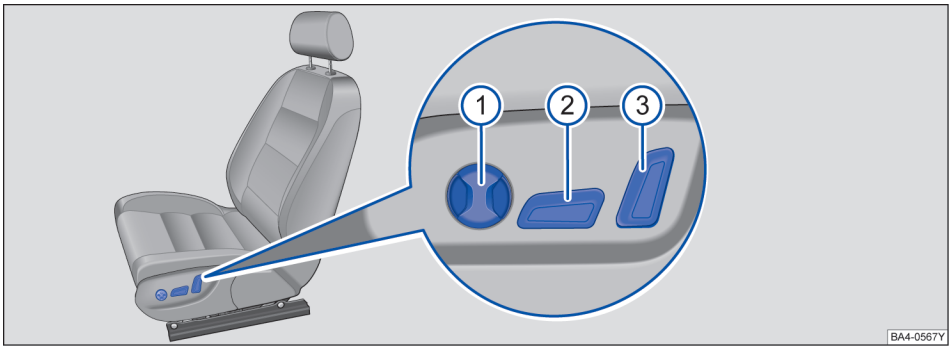
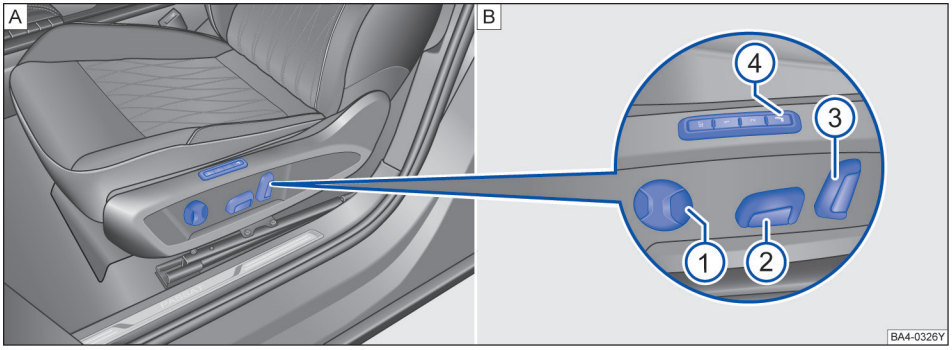

图 71 电动调整式座椅的操作元件
图 72 部分车型电动调整式座椅的操作元件
请移动相应的开关→图 71 或 →图 72，把座椅调整得与身材相适应。
① 调整腰部支撑。
② 调整座椅前后位置、座椅面高度和倾斜角度。
③ 调整座椅靠背倾斜角度。
④ 部分车型按摩功能操作：
打开：按压按钮→图 72④即接通座椅按摩功能。
关闭：再次按压按钮→图 72④即关闭该功能。